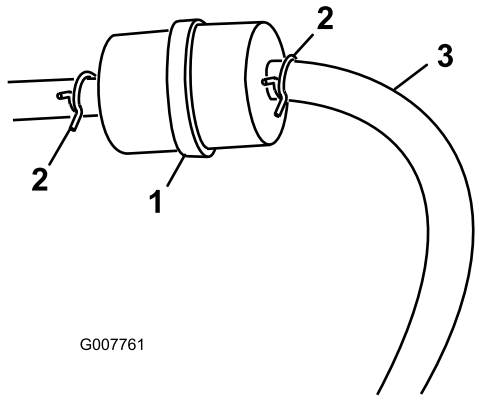

Figuur 26
3. Druk de uiteinden van de slangklemmen naar elkaar toe en schuif ze weg van het filter (Figuur 26).
5. Monteer een nieuw filter en schuif de slangklemmen terug tot dicht bij het filter (Figuur 26).
3. Maak de slangklem op het brandstoffilter los en schuif deze over de brandstofslang weg van het brandstoffilter (Figuur 26).
4. Ontkoppel de brandstofslang van het brandstoffilter (Figuur 26).
Opmerking: Laat de benzine in een benzineblik of opvangbak lopen (Figuur 26).
5. Plaats de brandstofslang op het filter. Schuif de slangklem dicht op het filter om de brandstofslang vast te zetten (Figuur 26).